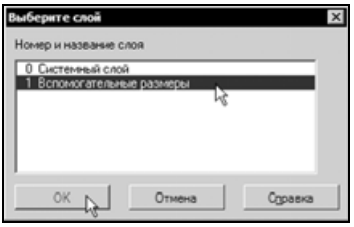

Рис. 3.45
- В диалоговом окне **Выберите слой** сделайте текущей строку слоя **1 Вспомогательные размеры** и нажмите кнопку **OK** (рис. 3.45).